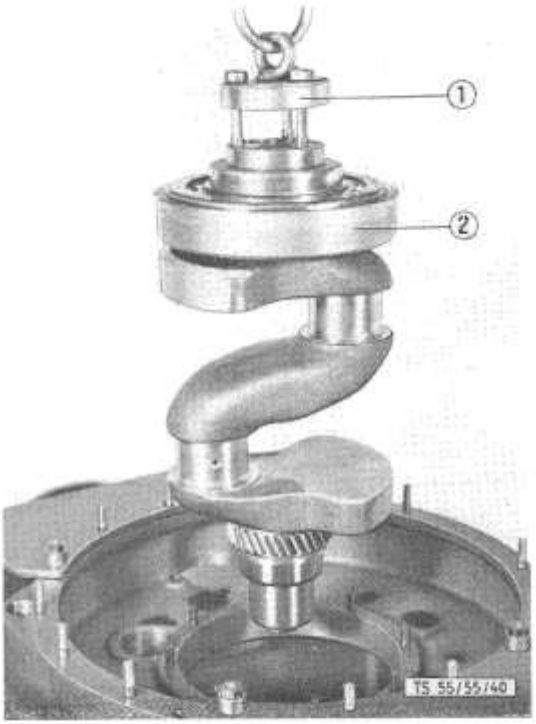

Bild 40: **Ausbau der Kurbelwelle**
10. Kurbelwellen-Abhebevorrichtung einschrauben, in Kran einhängen und Kurbelwelle herausheben, eventuell Lagerbüchse (40/2) durch leichtes Klopfen mit Metallhammer lockern (Bild 40).